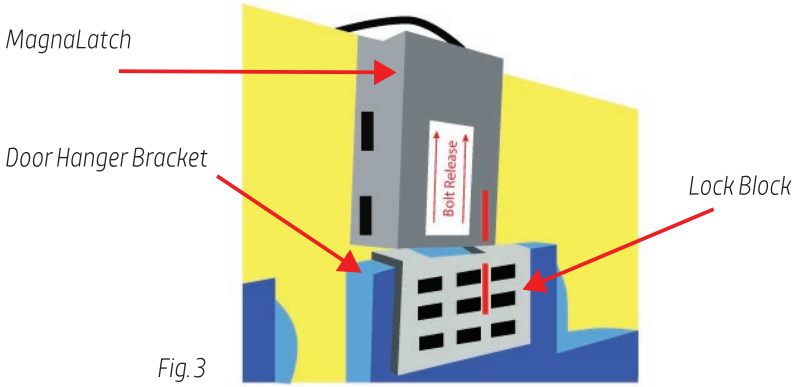

*Fig. 3*
Mount the Lock Block to either car door hanger bracket using two (2) 1/4" x 20" x 3/4" mounting screws, plus two (2) lock and two (2) flat washers. (See Fig. 3).